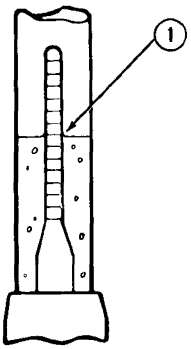

Figure 19
4. With the hydrometer at eye level, read the float scale at the electrolyte level. Hold the hydrometer straight so that the float does not stick to the side of the barrel, Figure 19.